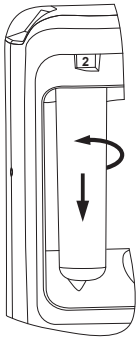

Fig. 9b
- To remove a cartridge, turn the cartridge counter clockwise, as shown in Fig. 9b, and remove it.